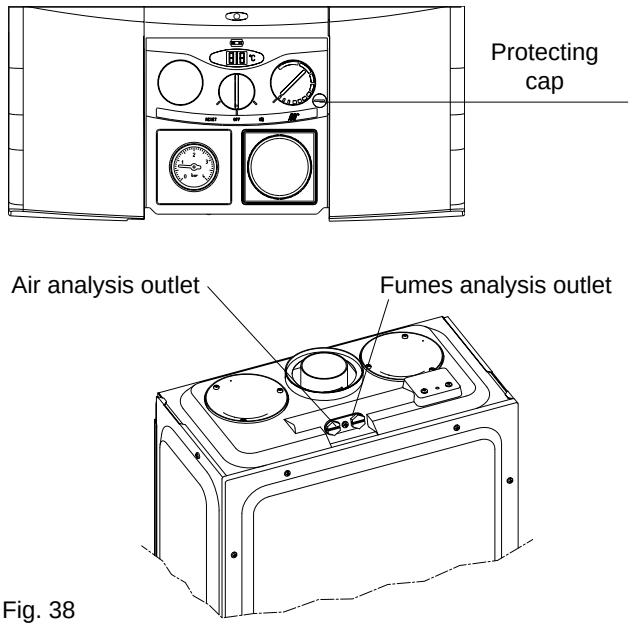

Fig. 38
- Insert the flue gas analyser probe into the right hand test point (see fig 38).
- Locate and remove the protective cap that conceals the ‘CO mode’ button (see fig. 38).